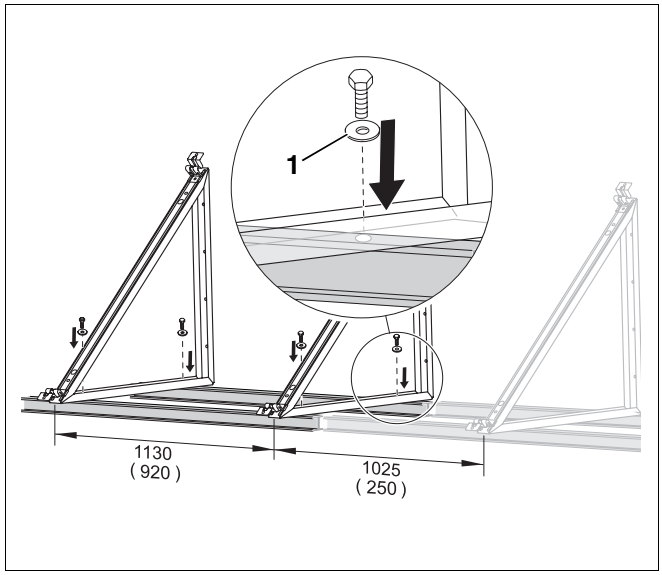

Afb. 44 Staanders voor plat dak 45° naast elkaar op de onderconstructie monteren (maten in mm, maten tussen haakjes gelden voor de verticale uitvoering)
- Gebruik voor het bevestigen van de collectorsteunen enkel vulringen (afb. 44, **pos. 1**, pagina 39) volgens DIN 9021 (3 × diameter van de schroeven = buitendiameter van de vulring).
- Monteer de twee collectorsteunen 45° (voor een collector, afb. 44) op een afstand van 1130 mm naast elkaar. De schroeven en vulringen moeten ter plaatse aangebracht worden.
- Monteer de twee collectorsteunen (afb. 44, pagina 39) op een afstand van 920 mm naast elkaar (gebruik enkel de uiterste boringen). De schroeven en de vulringen moeten ter plaatste aangebracht worden.